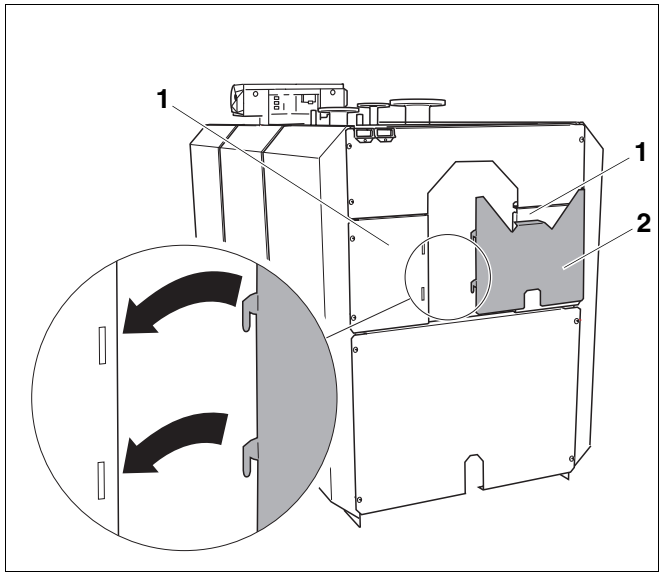

Fig. 44 Montaggio della lamiera di copertura parete posteriore
- Agganciare la lamiera di copertura parete posteriore (fig. 44, **pos. 2**) seguendo la direzione della freccia nel pannello posteriore centrale, di sinistra e di destra (fig. 44, **pos. 1**).